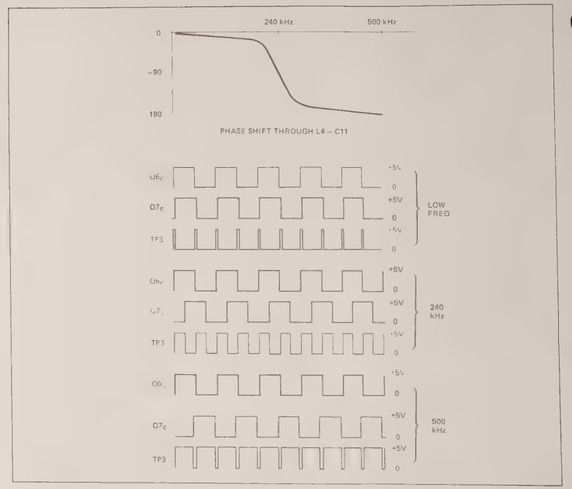

Figure 8-42. Discriminator Wave Shapes
EXCLUSIVE OR (K) A1U2 is a quadruple NAND gate integrated circuit connected as an EXCLUSIVE OR circuit. Its output is high when the two inputs are different, and low when they are the same. The output of the EXCLUSIVE OR circuit at A1TP3 has a dc component with an average value that is a function of frequency (see Figure 8-42).
proaching 500 kHz they should be nearly 180 degrees out of phase. Also note how the average value of the EXCLUSIVE OR output at A1TP3 increases as the oscillator frequency is increased (see Figure 8-42).